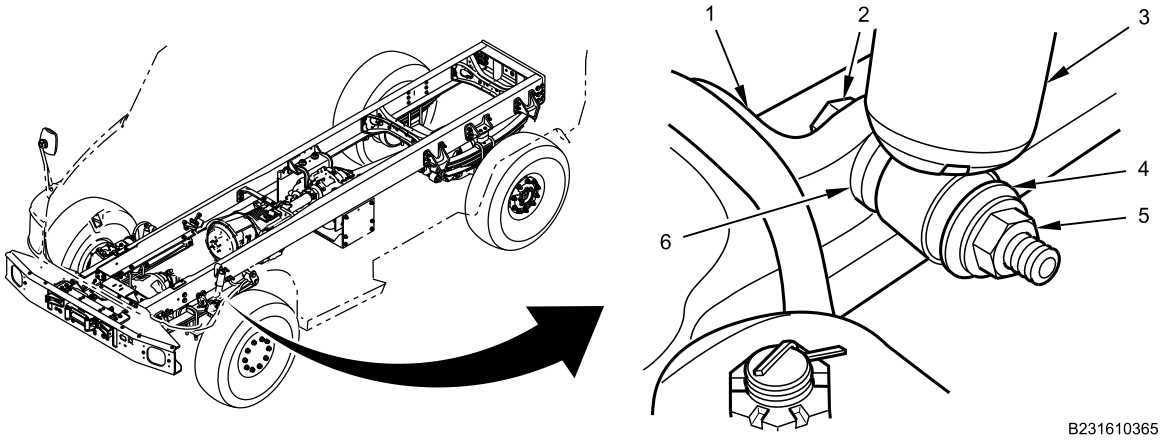

Figure 5. Left Front Shock Absorber Lower Mount.
6. Remove nut (Figure 5, Item 5), outer washer (Figure 5, Item 4), bolt (Figure 5, Item 2), inner washer (Figure 5, Item 6), and front shock absorber (Figure 5, Item 3) from U-bolt seat (Figure 5, Item 1).